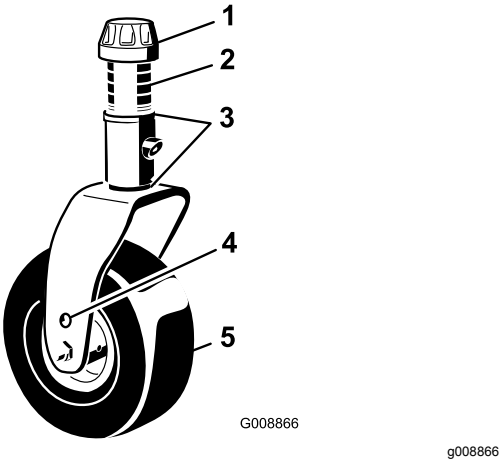

Figur 85
1. Fjern strammehætten fra spindelakslen, og lad spindlen glide ud af styrehjulsarmen (Figur 85).